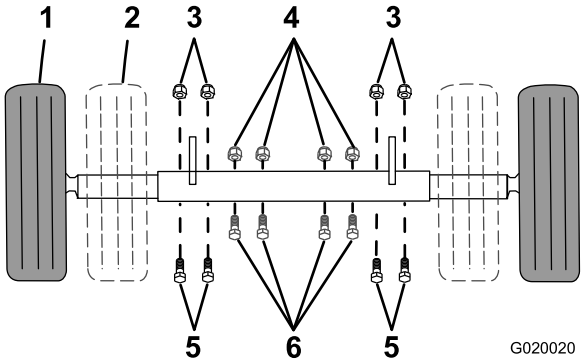

Figure 27
1. Support point (2)
4. Remove the bolts and nuts that secure the inner axle to the outer axle (Figure 27).
- Slide each side of the axle inward to the narrow position (Figure 27).
- Slide each side of the axle outward to the wide (tow) position (Figure 27).
7. Insert the bolts through the axle holes (Figure 27).